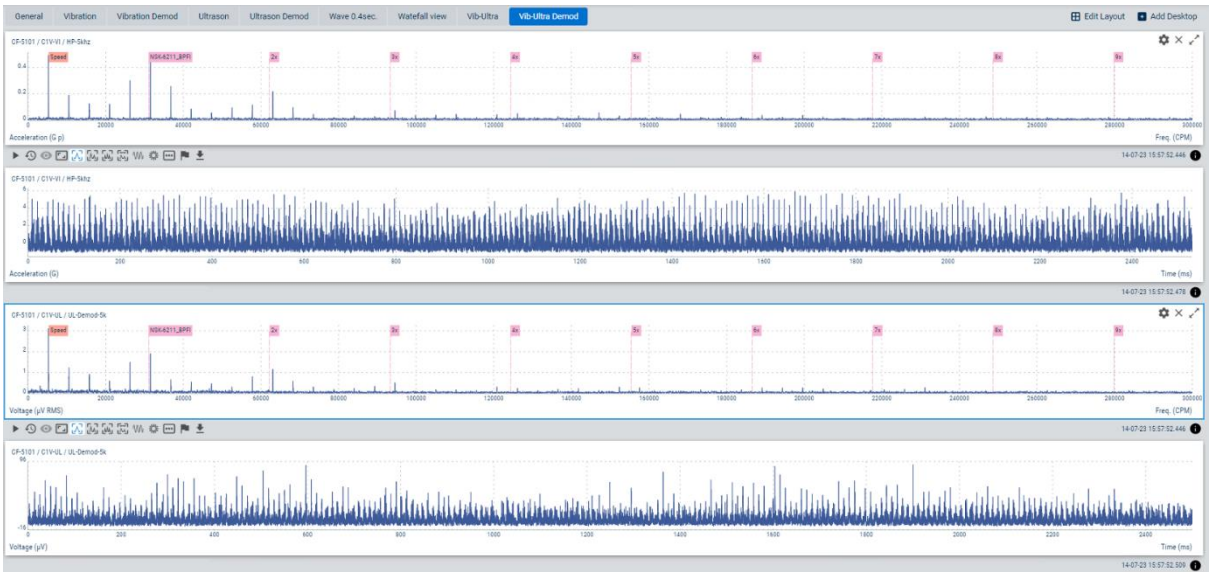

**Figure 5 - Vigilant Dashboard - Ultrasound & Vibration Spectra Demodulated**
On January 10, 2015, sensors indicated high levels of sodium and silica in Unit 2. With valves they isolated and drained half of the condenser with the leak. See Figure 5.
**Figure 5 - Significant tube leak on Unit 2 caused reduction in output. Unit was shut down on January 10th and 11th for dye test. Leaks were found and isolated. Silica levels restored to normal by January 13th and 14th.**